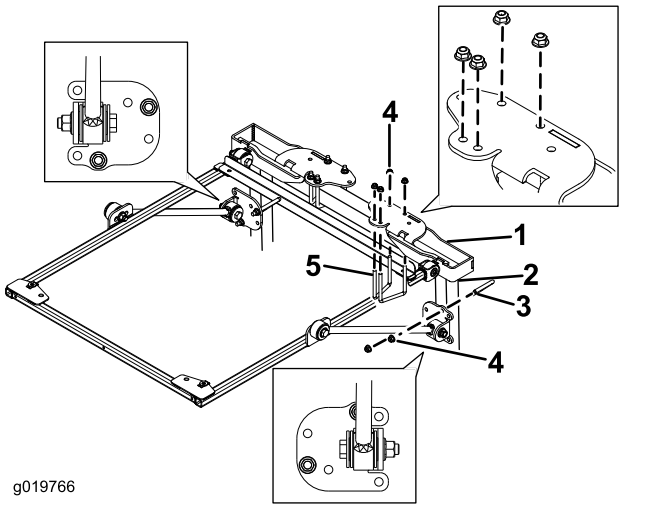

Figuur 22
9. Plaats de montagebeugels bovenop de rolbeugel van de tractie-eenheid (Figuur 22).
10. Gebruik de bevestigingsgaten in Figuur 22 om de montagebeugels bovenaan de rolbeugel te monteren met 2 U-bouten (2¾") en 4 flensmoeren.
11. Gebruik de bevestigingsgaten in Figuur 22 om de steunbeugels losjes op de rolbeugelstangen te monteren met een U-bout (4") en 2 flensmoeren.